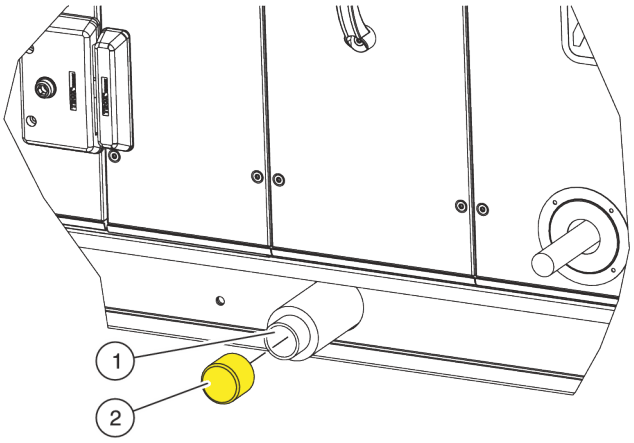

Fig. 31: Condensate drain
2. ▸ Remove the protective cap(s) (Fig. 31/2) from the drain (Fig. 31/1) of the condensate drip tray(s).
3. ▸ Connect the siphons to the condensate drains (Fig. 31/1).